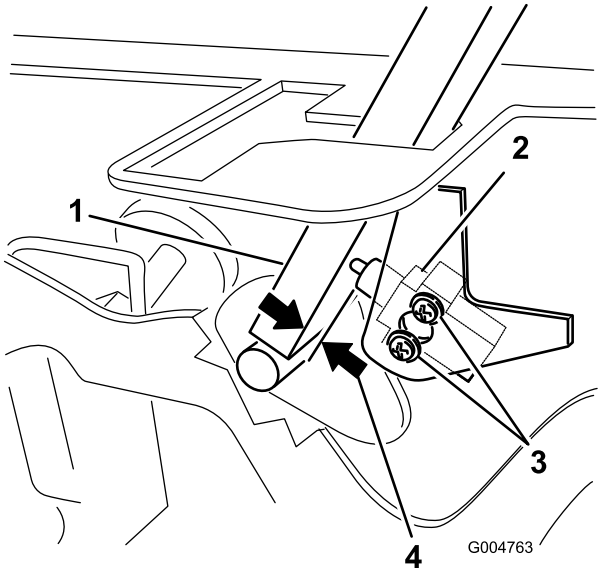

Figur 57
3. Løsn de 2 skruer, der fastgør sikkerhedskontakten (Figur 57).
4. Mens du holder håndtaget mod chassiset, skal du flytte kontakten over mod håndtaget, indtil afstanden mellem håndtaget og kontaktens hus er på 0,4 til 1 mm (Figur 57).